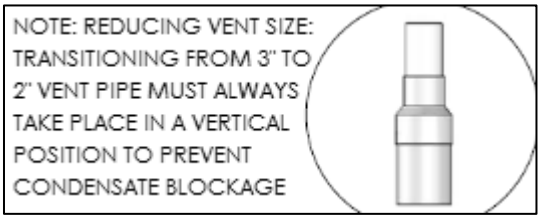

Figure 12 – Transitioning from 3” to 2” Vent Pipe
5. For 2” installations, install a reducing coupling in a vertical section of pipe. See Figure 12.